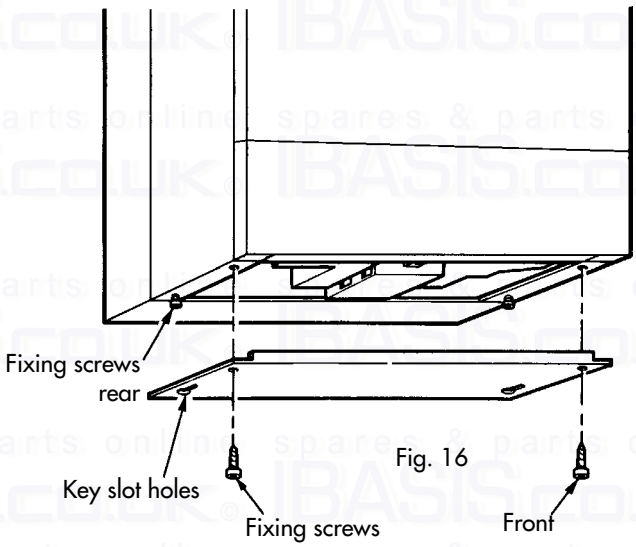

Fig. 16
4.2 Remove the boiler base plate, four screws (fig. 16). Remove the plugs fitted to the boiler water connections. Remove the bag of sealing washers from the boiler pipe work.
5.2 Remove the boiler base plate, four screws (fig. 16). Remove the plugs fitted to the boiler water connections. Remove the bag of sealing washers from the boiler pipework. Remove the front panel by gripping on both sides, sliding up and pulling away from the main boiler.